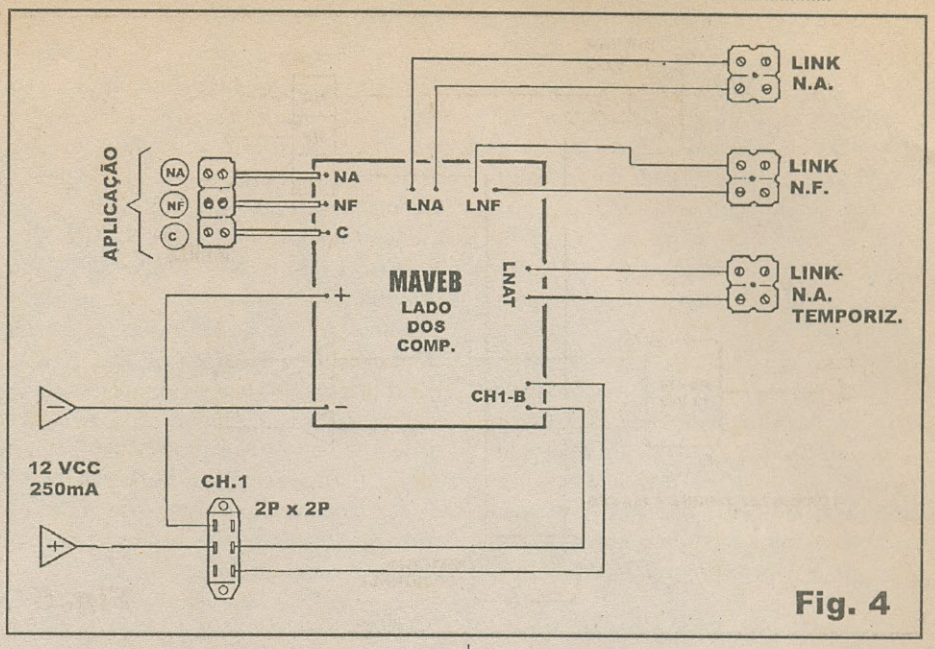

Fig. 4
- FIG. 4 - CONEXÕES EXTERNAS À PLACA - Fáceis e diretas, as ligações *da placa para fora* estão todas demonstradas no diagrama... Basta um pouco de atenção para que tudo saia correto... Notar os três pares de conetores parafusáveis correspondentes aos *links* dos sensores, e que devem ser ligados/identificados corretamente com os respectivos pontos **L.N.A.** (*link* Normalmente Aberto), **L.N.F.** (*link* Normalmente Fechado) e **L.N.A.T.** (*link* Normalmente Aberto Temporizado). Os três contatos de saída final (relê) devem ser ligados a uma trinca de conetores parafusáveis, corretamente identificados e rotulados com as siglas **NA-NF-C** (normalmente aberto, normalmente fechado e *comum*...). Finalmente, a parte que requer maior cuidado: as conexões de alimentação geral, feitas via chave de 2 polos x 2 posições (CH1): notar que a dita chave é vista - na figura - *por baixo* (pelos pinos), devendo as ligações serem feitas rigorosamente conforme mostrado, incluindo a identficação correta das polaridades e dos pontos de conexão na placa, codificados com **(+)**, **(-)** e **CH1-B**...